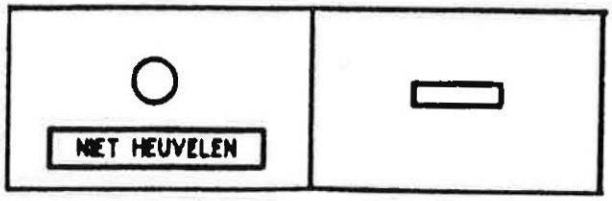

fig 44
5.5.5 De druktoets "NIET HEUVELEN" is op het bedieningstableau aangebracht links onderaan het tableau. (zie fig 44)
5.5.6 Zodra het heuvelsein in de stand "opdrukken van rangeerdelen naar of over de heuvel verboden" komt gaat in het naast de druktoets "NIET HEUVELEN" aangebrachte meldvenster rood licht branden (zie fig.44) Het gele licht in het venster naast de druktoets "HEUVELEN" dooft.